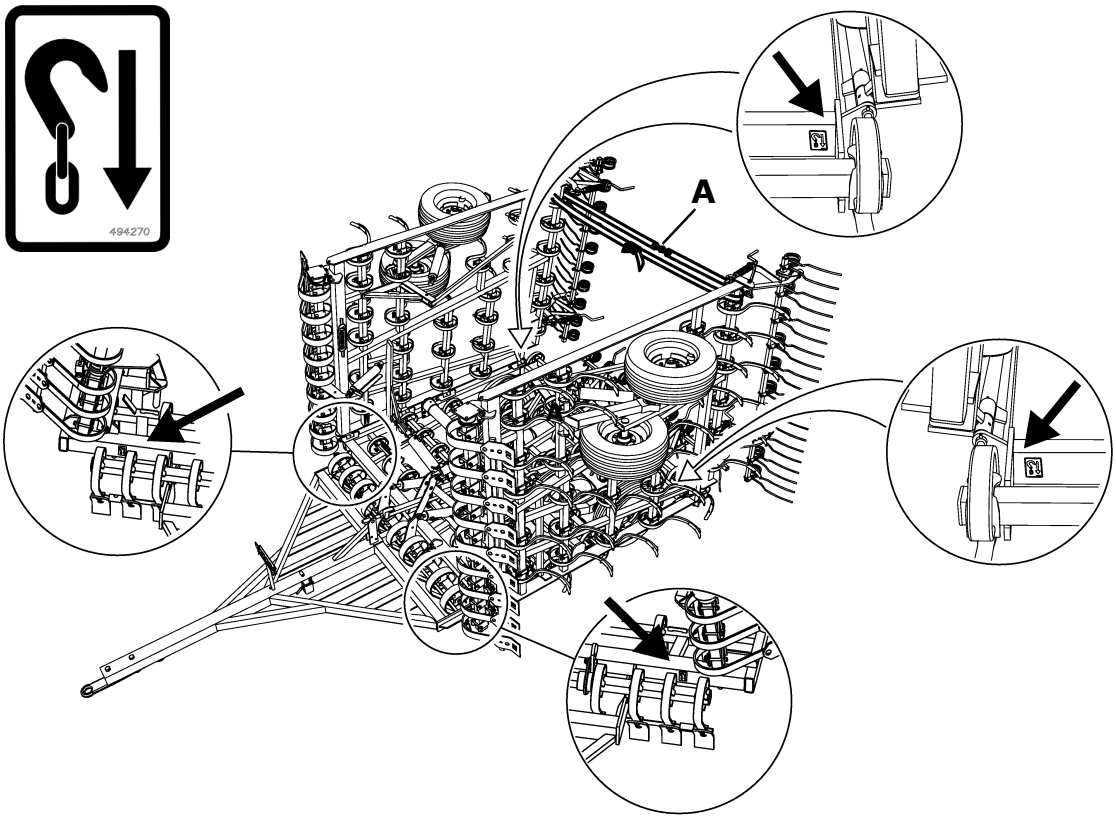

Figure 1.8
6 Secure the wing sections ready for transport using tension straps (A) or similar; see “Figure 1.8”.
7 Secure the machine using suitable lashing equipment in accordance with applicable rules. The lashing equipment must be attached to the machine at the locations indicated by the decals; see “Figure 1.8”.